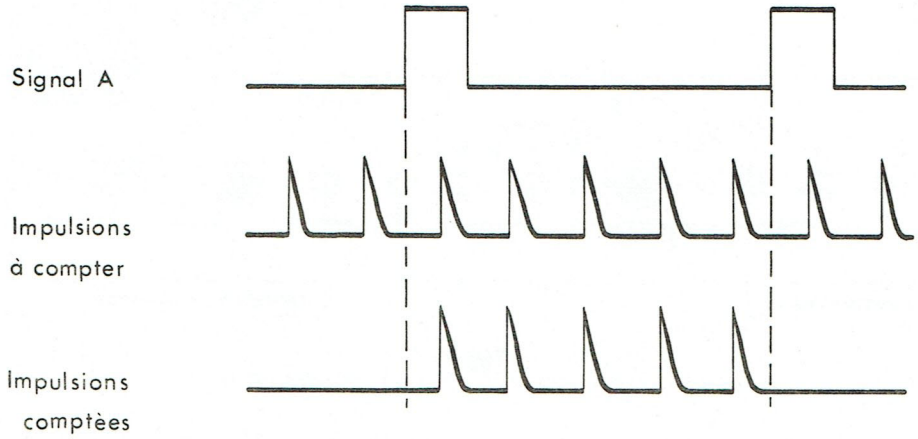

**Fig 7**
- Déconnecter "A ∾" du panneau de fréquence (4).
Cette fonction permet de compter des impulsions appliquées à l'entrée pilote (8) pendant un temps déterminé par un signal de déclenchement et d'arrêt appliqué à l'entrée "A ∾" (Figure 7).